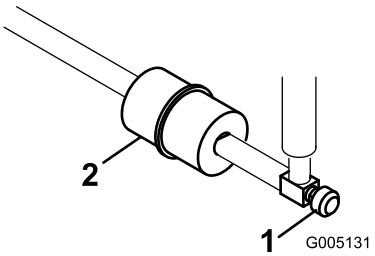

Figur 46
Et filter er bygget inn i drivstoffslangen mellom drivstofftanken og forgasseren (Figur 46). Pass på at pilen på filteret peker bort fra drivstofftanken.
1. Lukk bensinkranen, løsne slangeklemmen på forgassersiden av filteret og fjern bensinslangen fra filteret (Figur 46).
2. Plasser et tappefat under filteret, løsne den gjenværende slangeklemmen, og ta ut filteret (Figur 46).